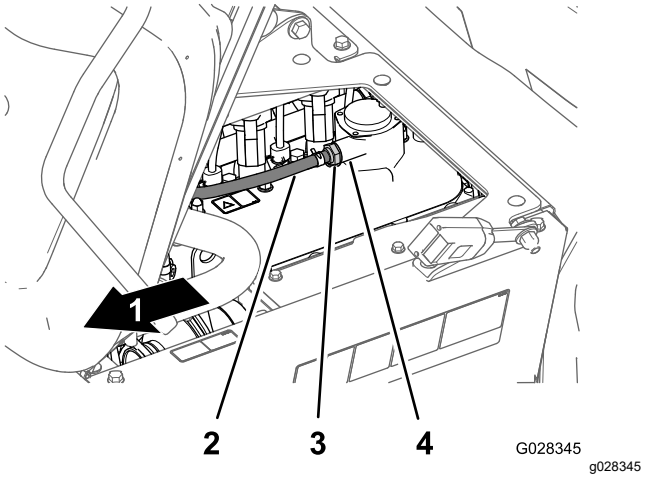

Bild 76
2. Entfernen Sie das PCV-Ventil vom Anschlussstück des Ventildeckels (Bild 76).
Hinweis: Wenn die innere Drossel des Ventils klappert, ist das PCV-Ventil funktionsfähig; wenn die innere Drossel beim Schütteln nicht frei klappert, muss das PCV-Ventil ausgetauscht werden (Bild 76).
4. Setzen Sie das PCV-Ventil ein, bis es vollständig in der Dichtung am Anschlussstück am Ventildeckel sitzt (Bild 76).